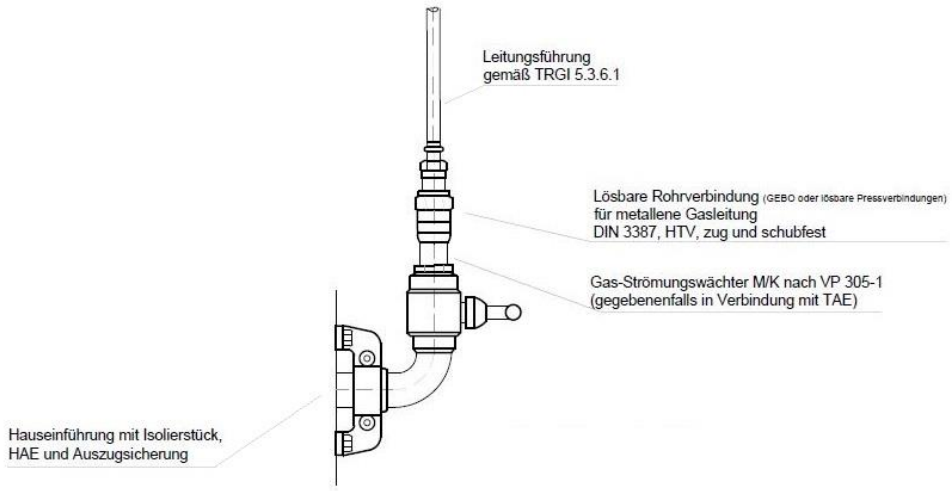

Abbildung 2.1 – Netzanschluss an das Niederdrucknetz mit Hauptabsperreinrichtung (HAE), und Gasströmungswächter
2.2.3. Die Druckregelung bei Anschlüssen ans Niederdrucknetz erfolgt über einen sogenannten Zählerregler. In Abbildung 2.1 ist der ordnungsgemäße Aufbau eines Niederdruck-Netzanschlusses schematisch dargestellt.
2.2.4. Ab einer Anschlussleistung > 220 kW wird der Netzanschluss aus Abbildung 2.1 durch einen Hausdruckregler ergänzt. Die Installation mit einem Hausdruckregler ist in Abbildung 2.2 dargestellt. Alle Anlagen mit Hausdruckregler sind mit einem Prüf-T-Stück DN15 und einem Sicherheitsstopfen des Herstellers Seppelfricke auszustatten. Ab einem Leitungsdurchmesser ≥ DN80 wird der Hausdruckregler mittels Flanschverbindung angeschlossen.